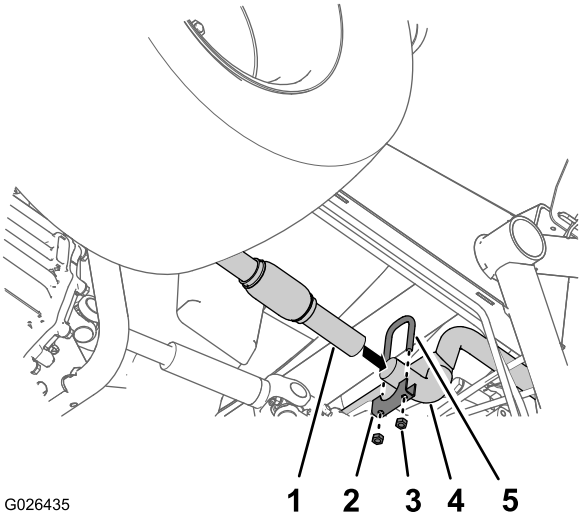

Рисунок 10
1. Очистите наружную поверхность открытого конца приемной трубы (Рисунок 10).